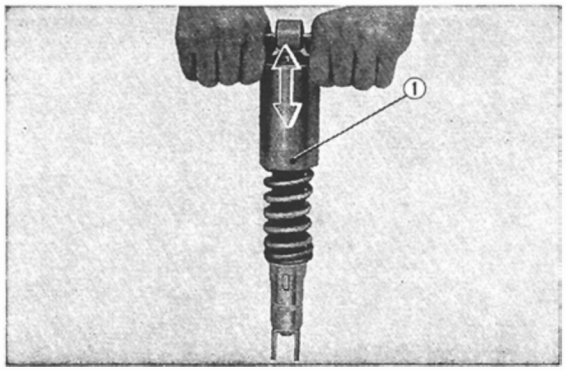

Fig. 4.71 Check of rear cushion
① Rear cushion assembly
(2) Upon completing the assembly, actuate the cushion assembly by hand to make sure that they are not binding. **(Fig. 4.71)**